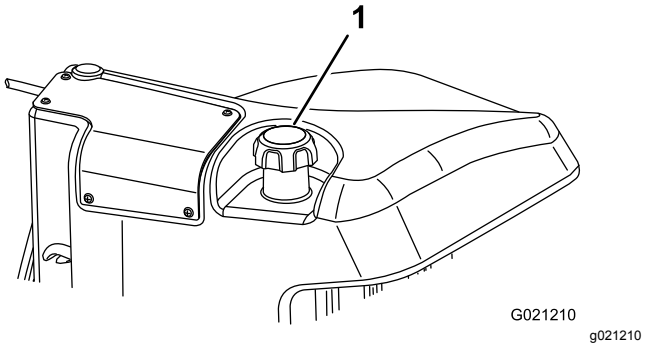

Figur 28
3. Ta lokket av drivstofftanken (Figur 28).